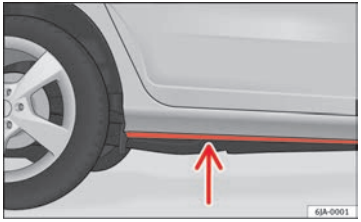

Fig. 113 Driving through water
- Determine the depth of the water before entering. The water can reach a maximum height of below the door sill ⇒ Fig. 113.